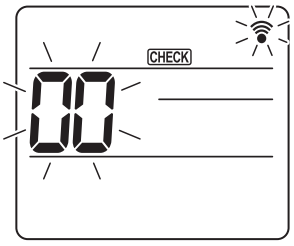
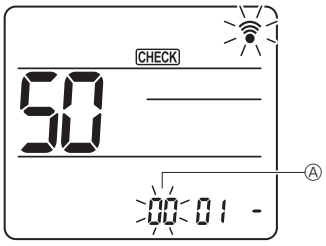
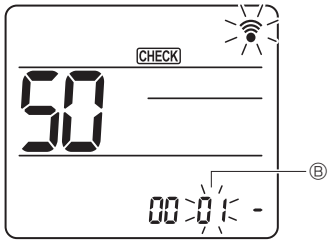
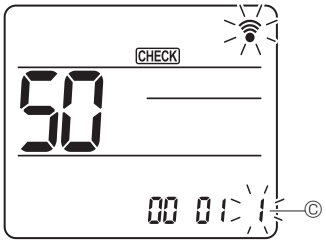

Fig. 7-16
Fig. 7-17
Fig. 7-18
Fig. 7-19
7.4.2. By wireless remote controller (Fig. 7-16, Fig. 7-17, Fig. 7-18, Fig. 7-19)
① Going to the function select mode
[CHECK] is lighted and "00" blinks. (Fig. 7-16)
Press the button to set unit number Ⓐ. (Fig. 7-17)
Press the button to set Mode number Ⓑ. (Fig. 7-18)
Use the button to change the Setting number Ⓒ. (Fig. 7-19)